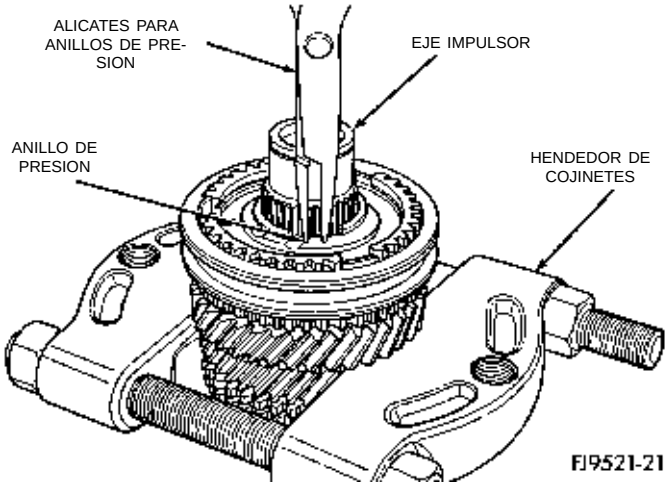

Fig. 79 Desmontaje del anillo de muelle de la maza y el sincronizador de 5ta velocidad
(1) Instale el hendedor de cojinetes detrás del engranaje de 5ta velocidad. Retire el anillo de muelle de la maza del sincronizador de 5ta del eje impulsor (Fig. 79).